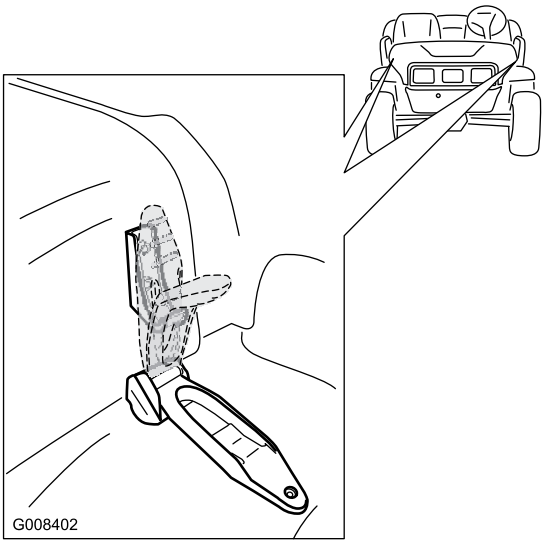

Figura 27
1. Sollevate la stegola dei fermi in gomma su ciascun lato del cofano (Figura 27).
2. Fissate il cofano allineando i fermi in gomma sugli ancoraggi dei fermi su ciascun lato del cofano (Figura 27).